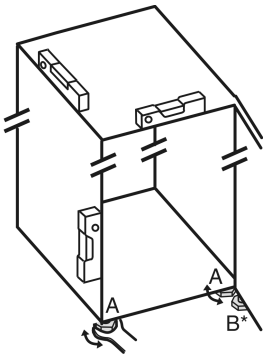

*Fig. 24*
▶ Seřizovací nožky *Fig. 24 (A)* vyšroubujte pomocí přiloženého vidlicového klíče a pomocí vodováhy, dokud nebude spotřebič pevně vyrovnaný.
▶ Seřizovací nožku *Fig. 24 (B)* na stojanu ložiska vytáčejte pomocí přiloženého vidlicového klíče, až dosedne na zem.
▶ Seřizovací nožku *Fig. 24 (B)* otočte maximálně o dalších 90°, abyste zabránili poškození dveří.